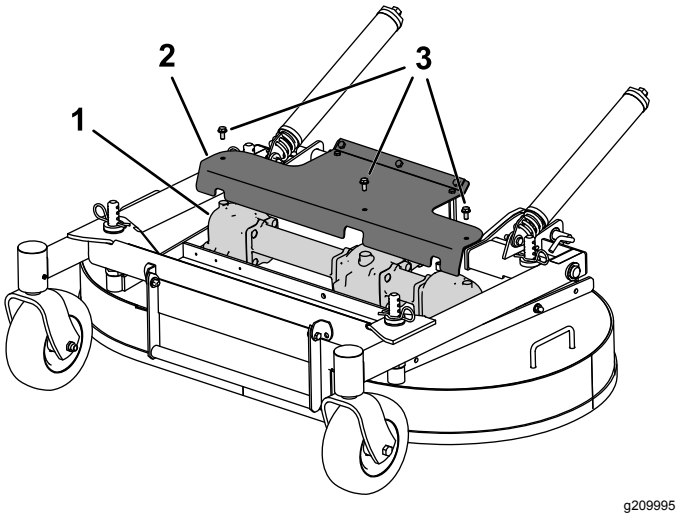

Figur 34
3. Fjern vernet for å få tilgang til girkassen (Figur 34)